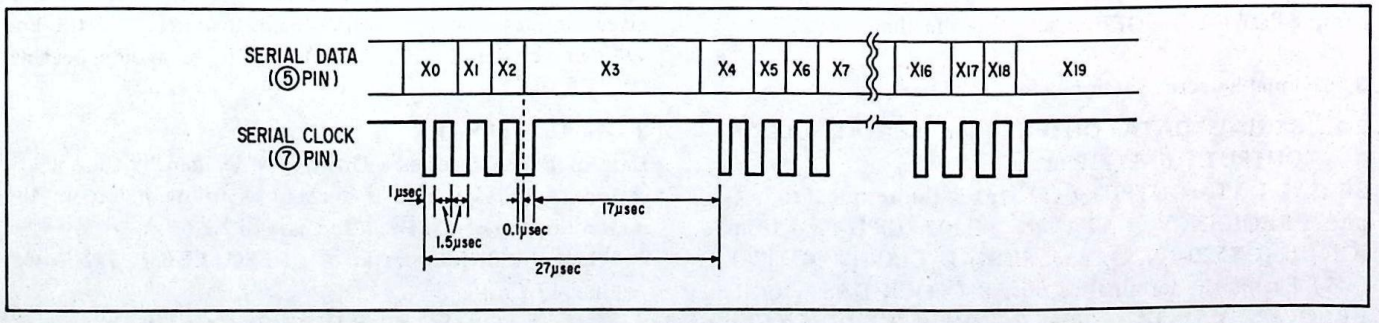

Fig. III-6
These R.D. DATA and P.D. DATA are output following SERIAL CLOCK OUTPUT (⑦ Pin) as shown in Fig. III-6. Considering instantaneous down or beating, SERIAL DATA is output repeatedly during V-BLANKING.